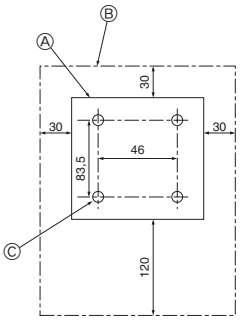

Fig. 7-6
(1) Aufstellungsort für Fernbedienung auswählen. (Fig. 7-6)